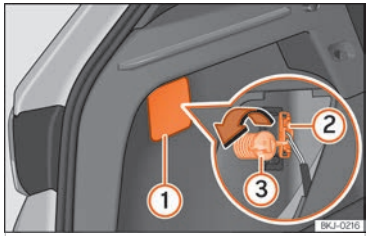
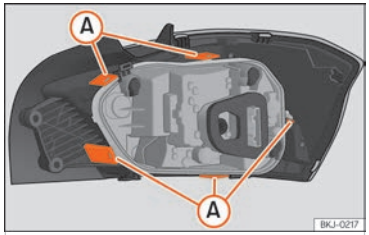

Fig. 163 Maletero: acceso al tornillo de fijación de la unidad de luz trasera.
Fig. 164 Lengüetas de fijación en la parte posterior de la unidad de luz trasera.
- Retire la tapa haciendo palanca con el lado plano de un destornillador en el rebaje ››› fig. 163 ①.
- Extraiga el conector de la lámpara ②.
- Desenrosque con la mano o con ayuda de un destornillador el tornillo de fijación del piloto ③.
- Desmonte el portalámparas desbloqueando las lengüetas de fijación ››› fig. 164 Ⓐ.